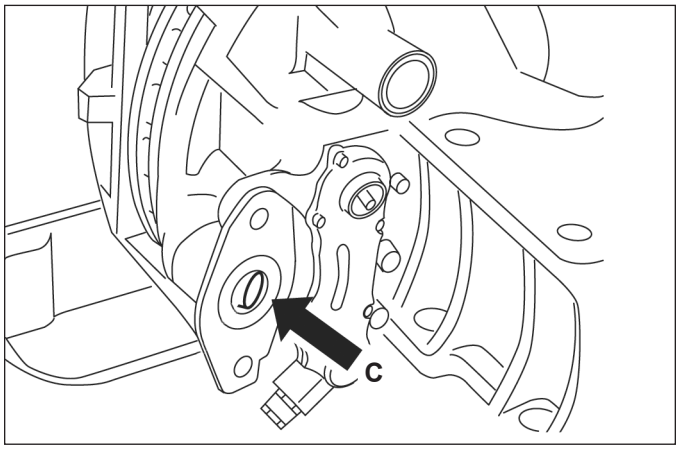

Figure 45 – Spring Brake Installation
5.4.14 Reinstallation. Before installing the brake chamber, the actuator flange *(See Figure 45, arrow "C")* must be cleaned and inspected. Consult the vehicle manual. The spherical cup in the lever (19) must be greased with white grease (Part No. II14525 or K021964). Add grease to the rubber gasket on the chamber.